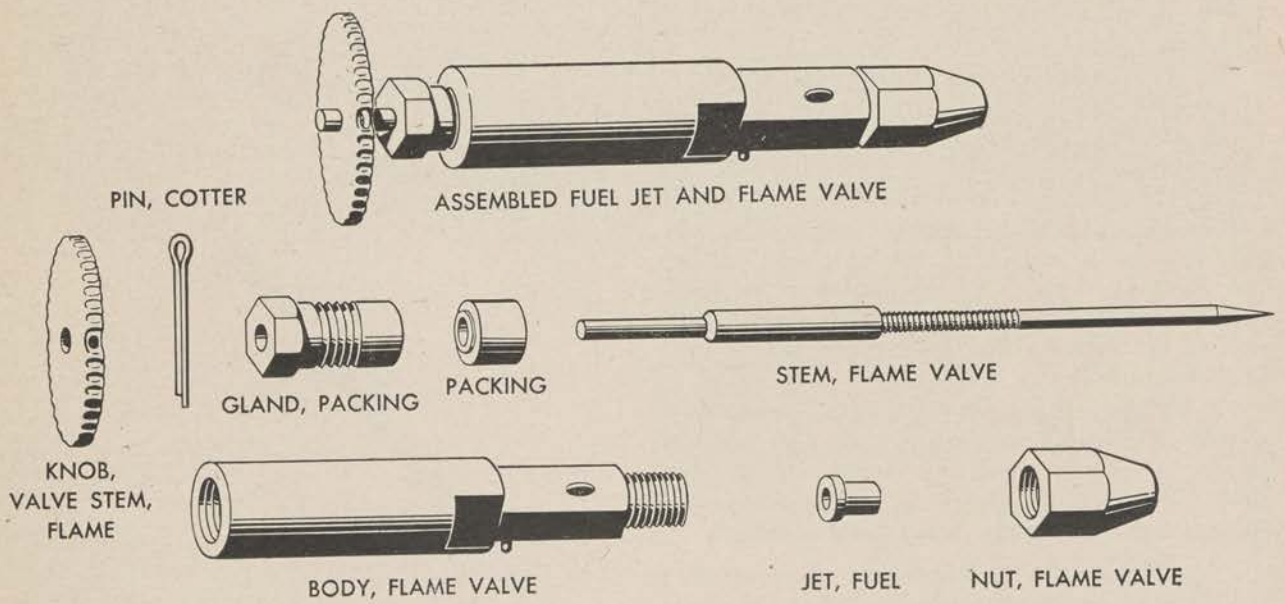

Figure 47. Fuel jet and flame valve assembly, unit, fire, M1937.
(3) *How to clean fuel jet and flame valve stem.* (see fig. 47). (*a*) After the generator assembly has been removed from the fire unit (see (2) above) pull the flame control valve (see fig. 43) out of the panel.